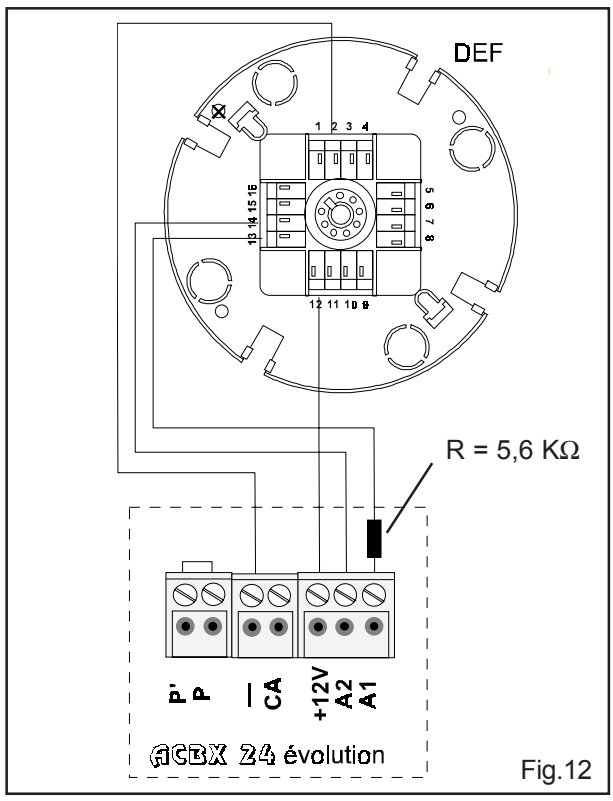

Fig.12
- Exemple de raccordement d'un détecteur de fumée DEF (code 10124) fig.12.